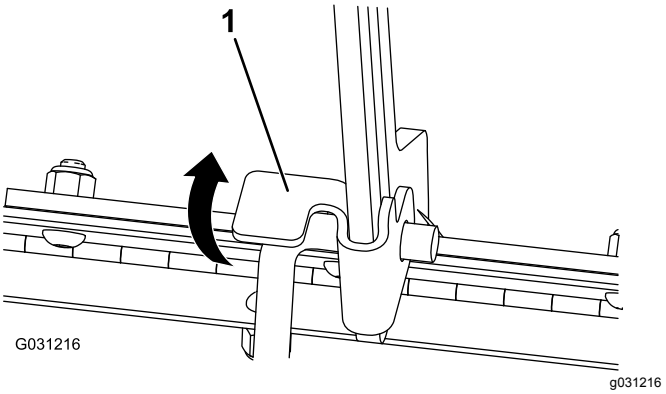

Rysunek 35
1. Unieś za uchwyt zabezpieczający podpórkę (Rysunek 35)